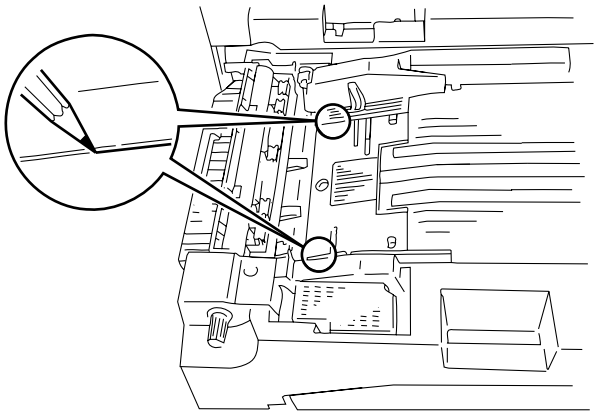

Figure 5-900
2) With the paper jogging guide plate fully open, mark the position of the paper jogging guide plate assembly with a pencil or the like. (See Figure 5-900.)
3) Remove the three mounting screws ①, and disconnect the connector ②; then, remove the rear guide plate assembly ③.